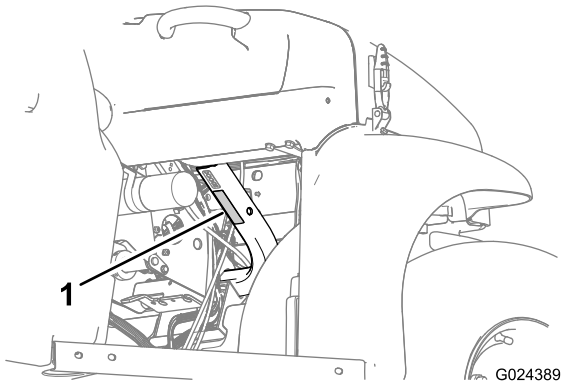

Figura 20
- Observe la capacidad de carga de la máquina y limite el peso de la carga transportada en la caja de carga, según se describe en Especificaciones (página 17) y en la etiqueta de peso bruto del vehículo de la máquina (Figura 20).